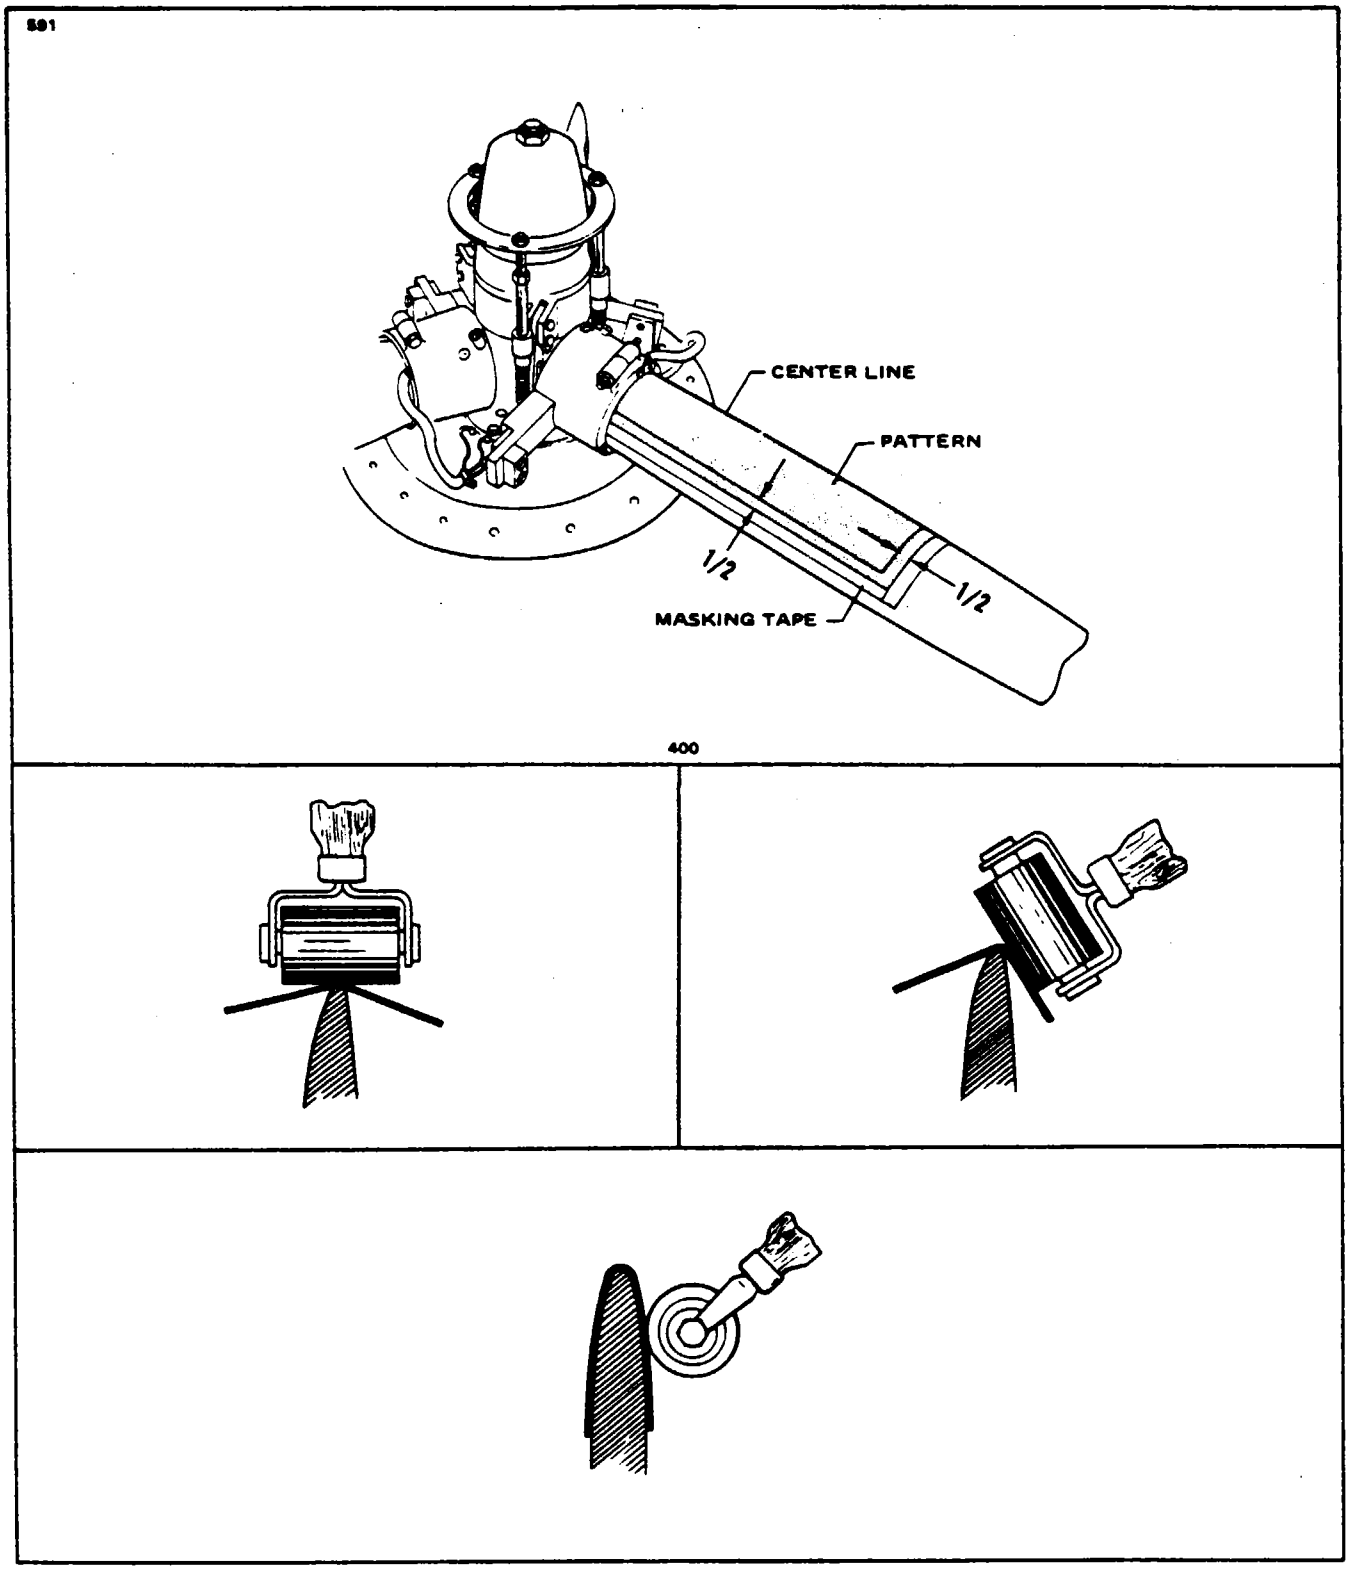

Figure 14-17. Propeller Deicer Installation
a. Mark and cut from masking tape a pattern the size of the propeller deicer including the first inch of the lead strap. (Refer to Figure 14-17.)